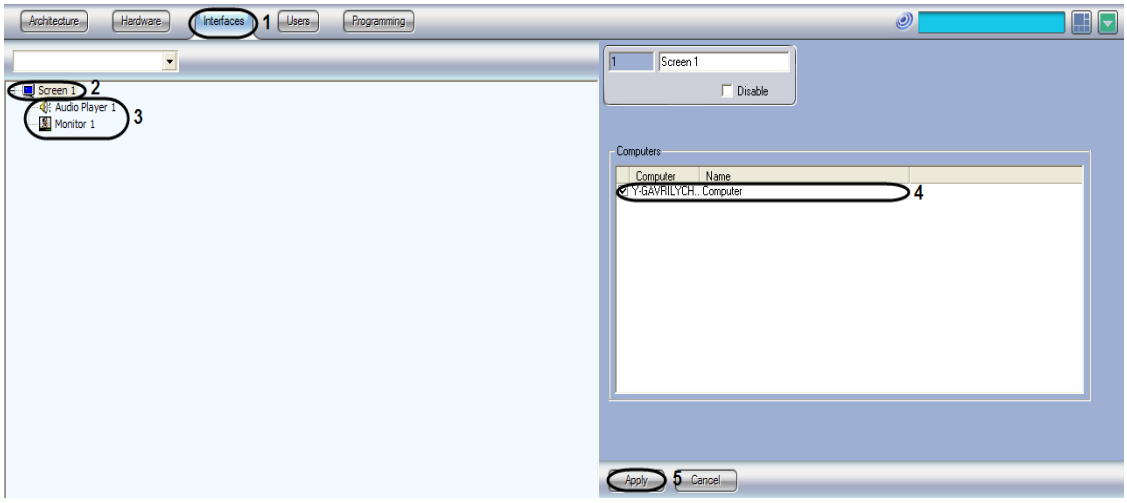

Figure 8.8-12. Setup of audio signal transmission to Remote Workplaces and videoservers
2. Create the "Screen" object, if it was not created before (Figure 8.8-12).